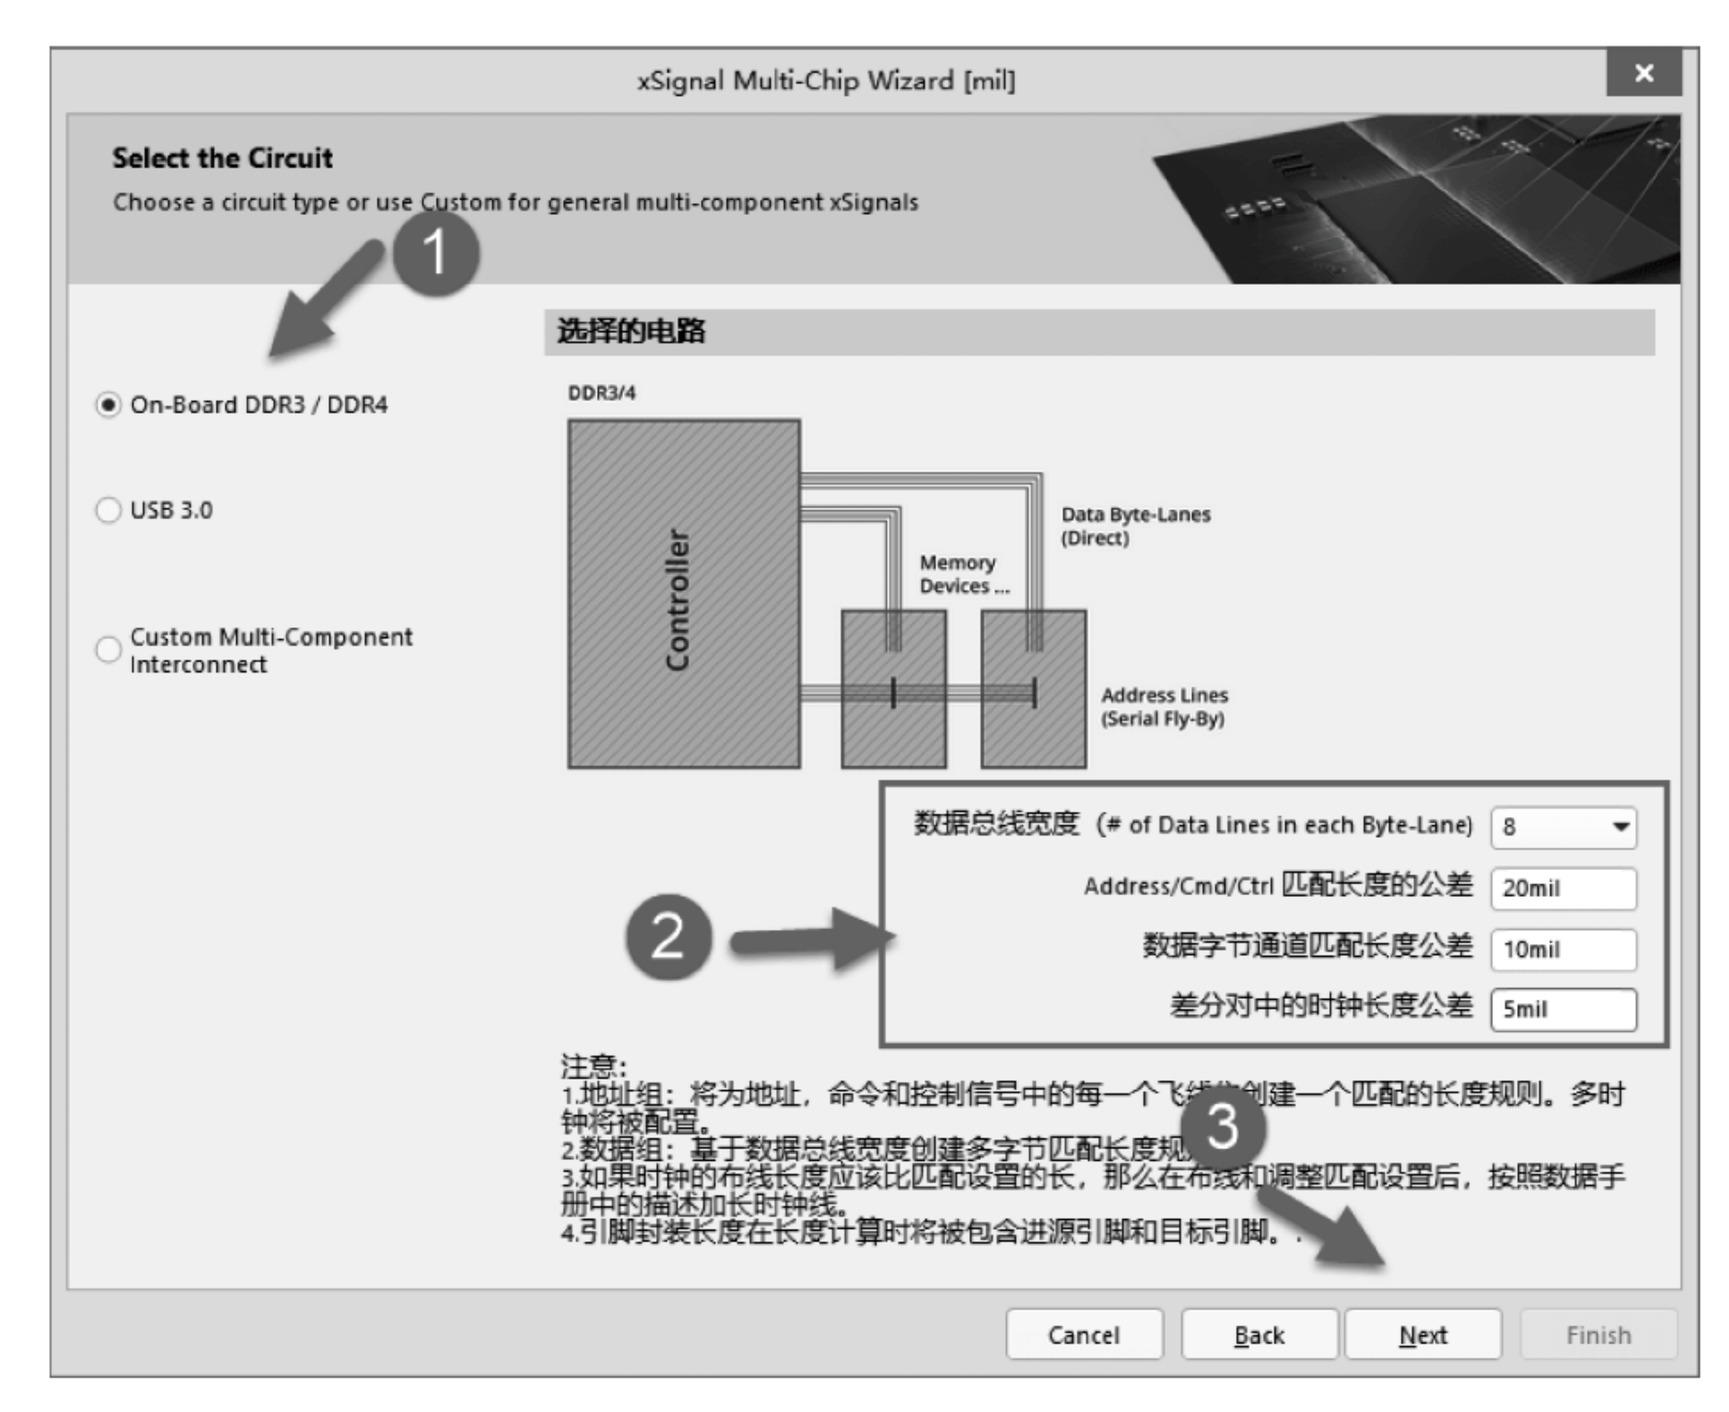

图 1-145　Select the Circuit 对话框
(2) 进入 Select the Circuit 对话框，选择应用的电路模式，并设置相应的长度误差。填写完后单击 Next 按钮，如图 1-145 所示。